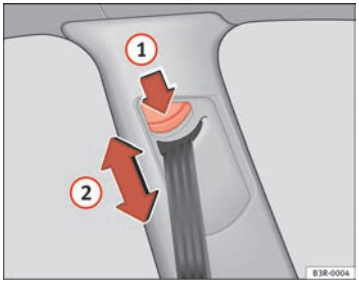

Fig. 16 Belt height adjuster
– Press button ⇒ fig. 16 (1) to adjust the belt height. ▶
– Take hold of the top guide fitting and slide it up or down so that the shoulder part of the seat belt is positioned roughly midway over the shoulder, although **it must never rest against the neck** ⇒ page 25, fig. 16 ② ⇒ ⚠ in “Seat belt position” on page 23.